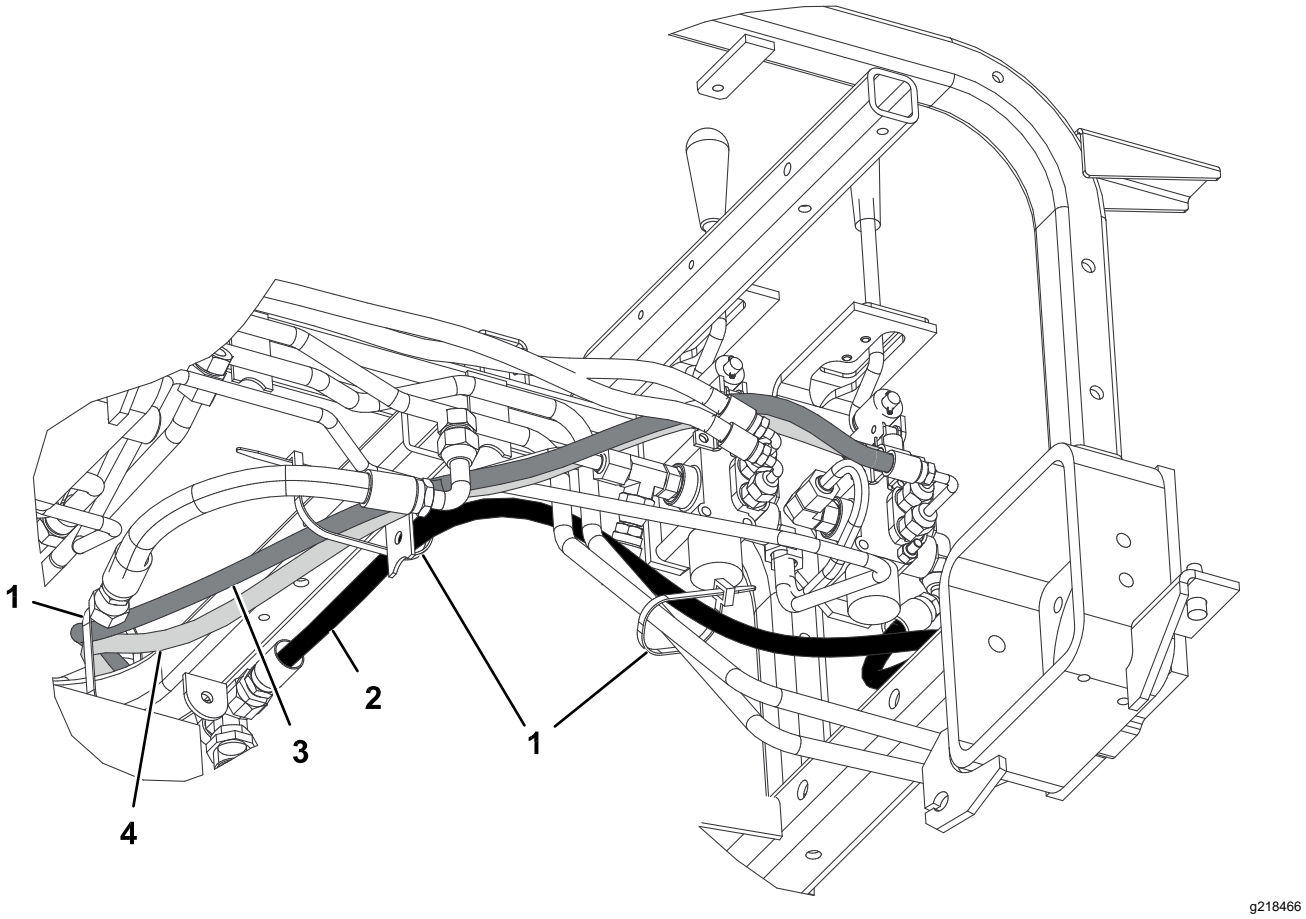

Figura 21
2. Ligue a extremidade de 45° da união do tubo hidráulico (artigo número 108-8449) à união de 90° do lado direito da válvula e a extremidade reta do tubo à união do refrigerador de óleo (Figura 20). Consulte Figura 21 e Figura 22 para encaminhamento do tubo.
4. Ligue a extremidade da união curta de 90° do tubo hidráulico (artigo número 108-8453) à união reta superior na parte de trás da válvula. Encaminhe o tubo através do suporte do tubo e ligue a extremidade reta do tubo à união superior do cilindro hidráulico (Figura 20). Consulte Figura 21 e Figura 22 para encaminhamento do tubo.
5. Ligue a extremidade da união comprida de 90° do tubo hidráulico (artigo número 108-8454) à união reta superior na parte de trás da válvula. Encaminhe o tubo através do suporte do tubo e ligue a extremidade reta do tubo à união inferior do cilindro hidráulico (Figura 20). Consulte Figura 21 e Figura 22 para encaminhamento do tubo.
7. Utilizando braçadeiras de cabos, prenda os tubos à máquina, nos locais mostrados em Figura 21 e Figura 22.